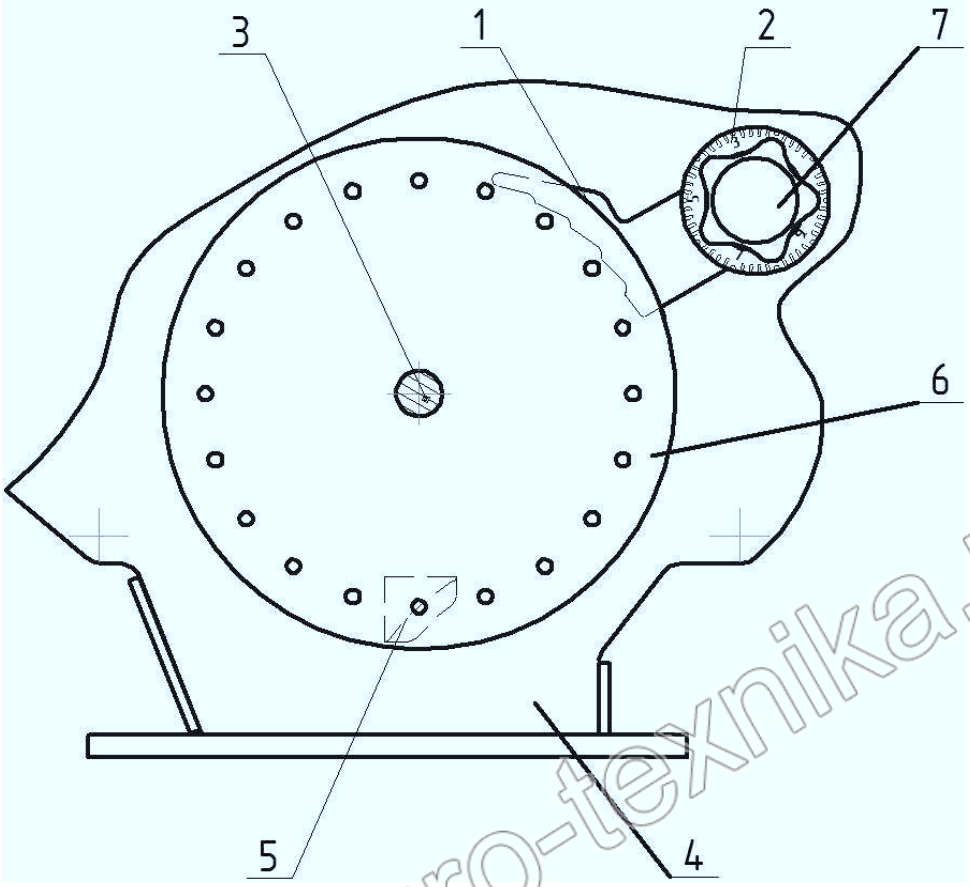

Рис.13-Установка сбрасывателя "лишних семян" в высевающем аппарате
- подпружиненного сбрасывателя «лишних» семян 1 (рис.13) с механизмом регулятора 2 регулировки положения сбрасывателя относительно отверстий диска;
- сбрасывателя-направителя 5 (рис.13) для создания более устойчивого и равномерного потока семян в зоне разгрузки присасывающих отверстий.